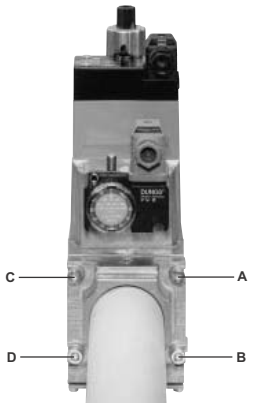
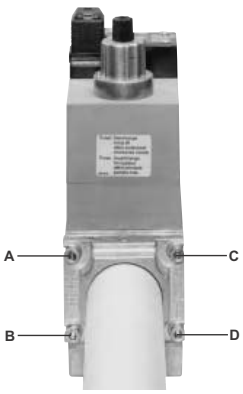

Fig. 3
Fig. 4
1. Aflojar los tornillos A y B, no destornillarlos (Fig. 3 e Fig. 4).
2. Desatornillar los tornillos C y D (Fig. 3 e Fig. 4).